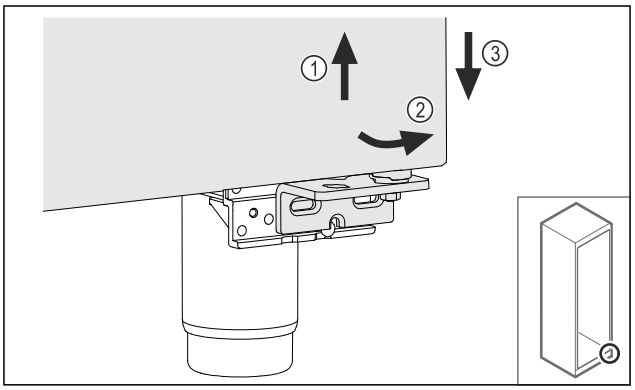

Fig. 11
▶ Deur iets optillen *Fig. 11 (1)*, onderzijde naar voren kantelen *Fig. 11 (2)* en laten zakken *Fig. 11 (3)*.